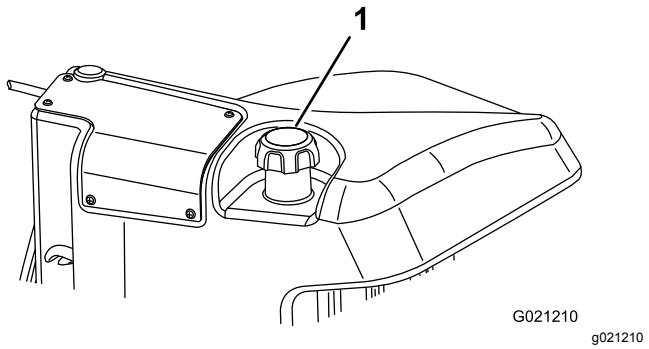

Figur 30
3. Fjern dækslet fra brændstoftanken (Figur 30).